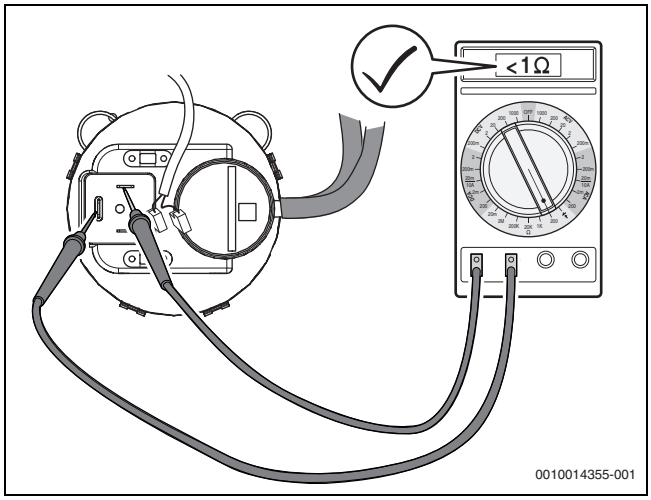

Bild 72 Differenzdruckwächter auf Durchgang prüfen (Differenzdruckwächter in Ordnung)
- Elektrische Anschlussleitungen am Differenzdruckwächter abziehen und Widerstand an den Kontakten messen (→Bild 72).